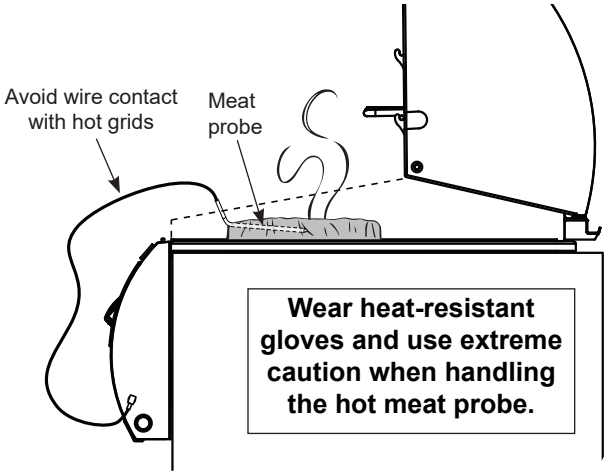

Fig. 35-3 Meat probe
- Meat probe wire is rated up to 800˚F and cannot withstand continuous contact with flame. Avoid wire contact with hot cooking grids. See Fig. 35-3. If wire shows visible damage, meat probe needs to be replaced.